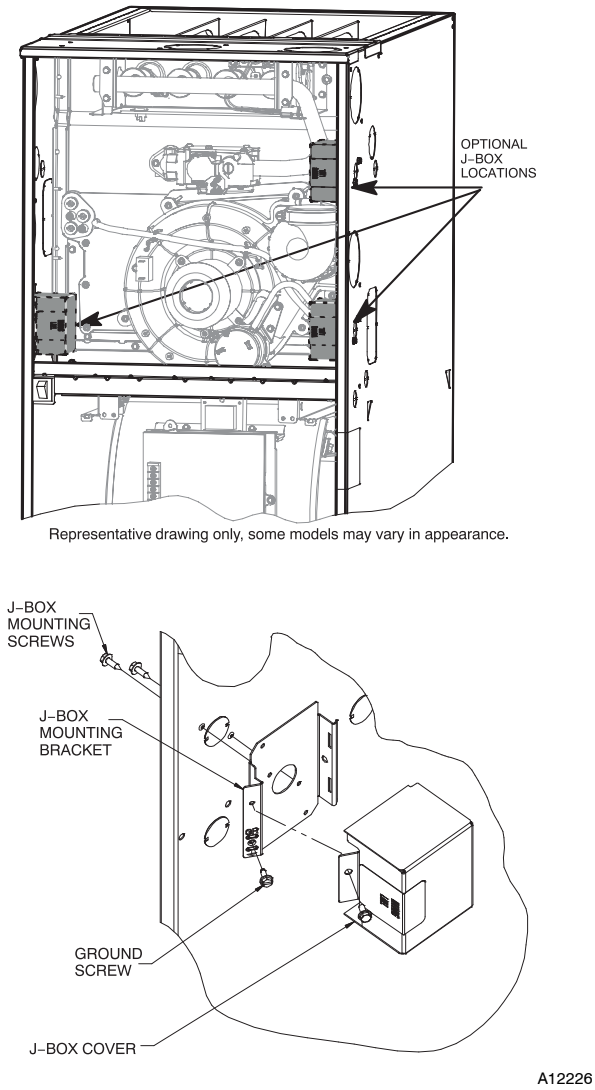

Fig. 32 - Installing J-Box (When Used)
The J-Box cover, mounting bracket and screws are shipped in the loose parts bag included with the furnace. The J-Box can be mounted on the left or right side of the casing, as viewed from the upflow position. See Fig. 32.
Align the J-Box mounting bracket against the inside of the casing and secure the mounting bracket with the screws. See Fig. 32.
6. Connect field ground wire and factory ground wire to green ground screw on J-Box mounting bracket as shown in Fig. 32.
1. Install J-Box mounting bracket to inside of furnace casing. See Fig. 32.
5. Connect field ground wire and factory ground wire to green ground screw on J-Box mounting bracket as shown in Fig. 32.
7. Attach furnace J-Box cover to mounting bracket with screws supplied in loose parts bag. Do not pinch wires between cover and bracket. See Fig. 32.
4. Connect field ground wire and factory ground wire to green ground screw on J-Box mounting bracket as shown in **Fig. 32.**